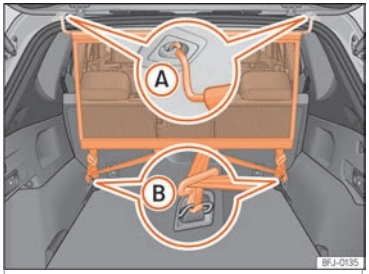

Fig. 168 Red de separación montada.
- Enganche la red de separación en el alojamiento izquierdo del techo ››› **fig. 168 Ⓐ**.
- Enganche la red de separación en el alojamiento derecho del techo comprimiendo la varilla transversal ››› **fig. 168 Ⓐ**.
- Enganche los dos ganchos de la red de separación en las argollas de amarre del maletero ››› **fig. 168 Ⓑ** y tense bien los cinturones de fijación.
- Desenganche los ganchos de la red de las argollas de amarre ››› **fig. 168 Ⓑ**.
- Desenganche la red de separación del alojamiento derecho del techo ››› **fig. 168 Ⓐ** comprimiendo la varilla transversal.